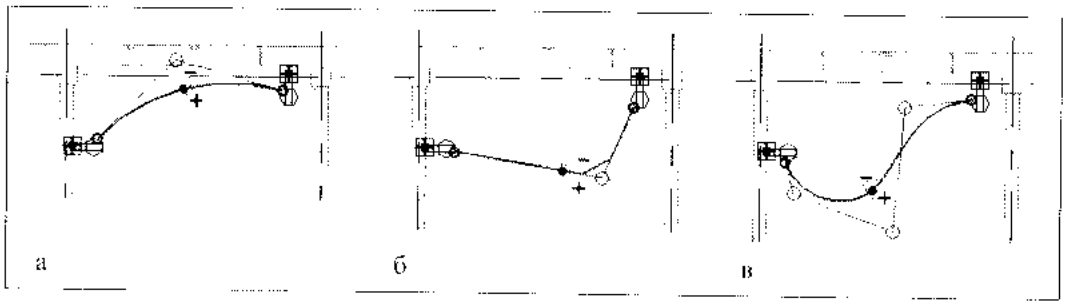

Рис. 41.9. *Рисование проводки* а – дуга; б – ломаная с фасками; в – сплайн
4. В зависимости от выбранного в пункте 2 геометрического способа продолжить рисование проводки (рис. 41.9) так, как описано ниже.